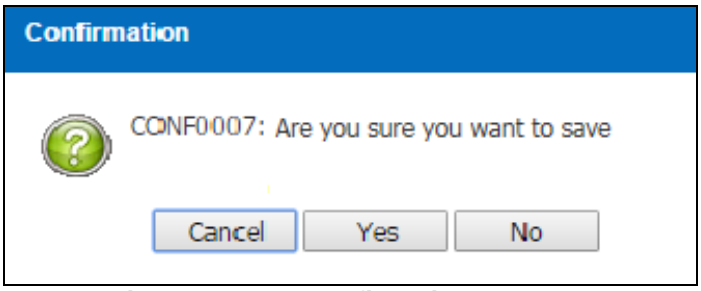

Figure 3.10.1-5 Confirmation Message
- *System will display a Confirmation Message as Figure 3.10.1-5*